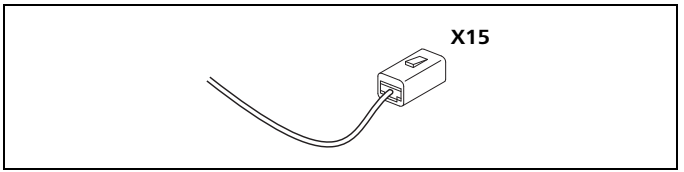

Afb. 49 Stekker CO_2-afstelling of diagnose, zie schakelschema
- Gebruik bij CO_2-afstelling stekker X15 (alleen voor Webasto-servicecenters), zie Afb. 49.